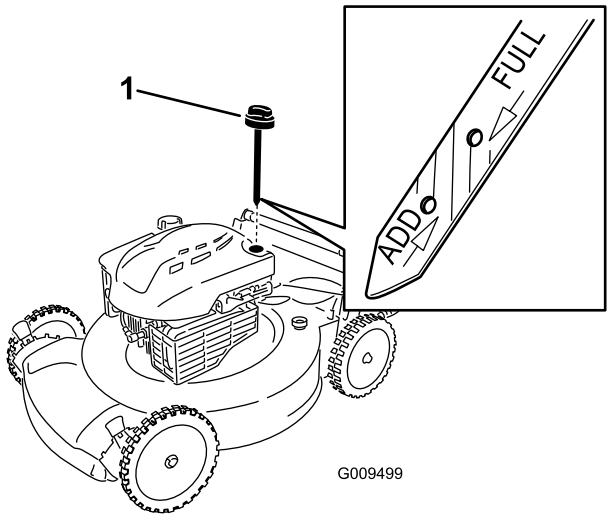

Figura 9
1. Retire la varilla, límpiela, y vuelva a colocarla (Figura 9).
2. Retire la varilla y compruebe el nivel de aceite (Figura 9). Si el nivel de aceite está por debajo de la marca **"Add"** de la varilla, vierta **lentamente** aceite en el tubo de llenado hasta que el nivel llegue a la marca **"Full"** de la varilla. Después de añadir aceite, espere 3 minutos antes de comprobar el nivel de aceite con la varilla. **No llene demasiado.**